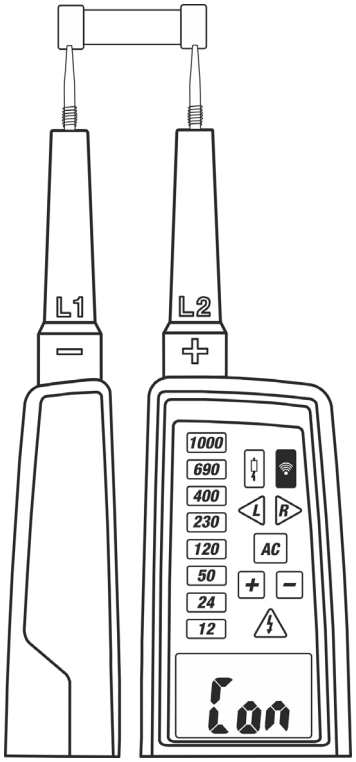

Fig. 9: Prueba de Continuidad
2. Conecte las puntas **L1** y la punta **L2** al objeto en pruebas (vea la Fig.9)